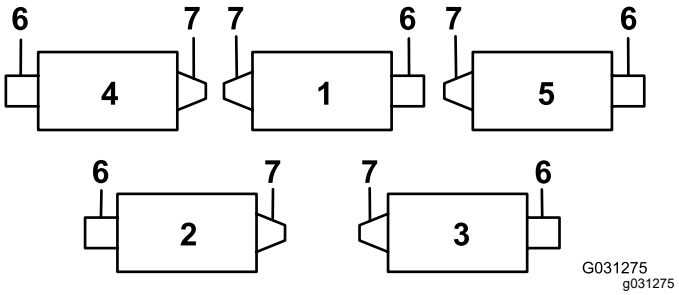
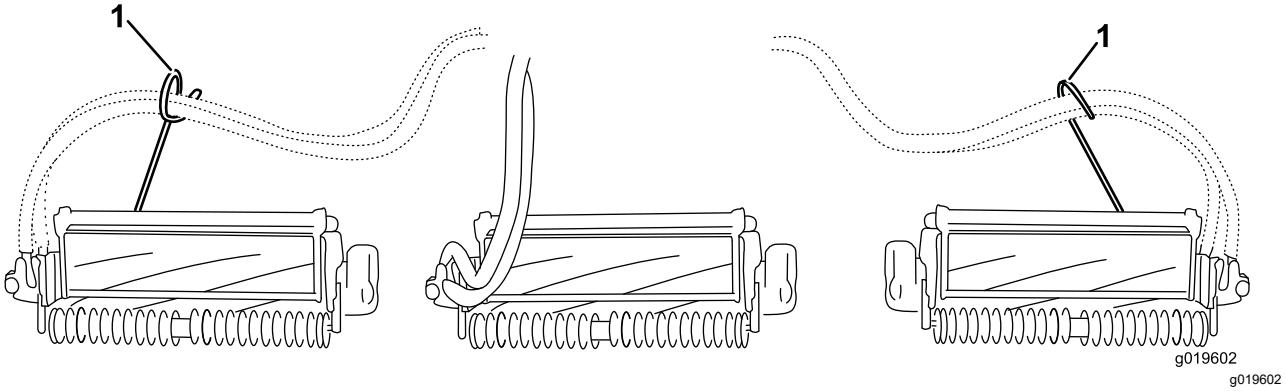
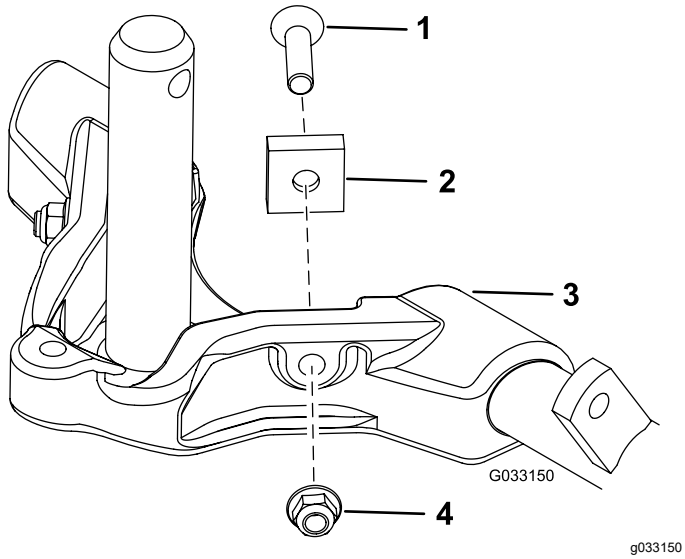

Figuur 12
Figuur 14
Figuur 15
Belangrijk: **Op maaidek 4 (links voor) en maaidek 5 (rechts voor), gebruikt u de moeren van de stang-beugel om de slanggeleiders aan de voorkant van de lipjes van het maaidek te monteren. De slanggeleiders moeten naar het middelste maaidek zijn gericht (Figuur 12 tot Figuur 14).**
7. Vergroot de stuuruitslag van de achterste maaidekken door de 2 afstandsstukken, inbusbouten, en flensborgmoeren (Figuur 15) te verwijderen van de draagframes van de achterste maaidekken (maaidekken 2 en 3); zie Figuur 12.